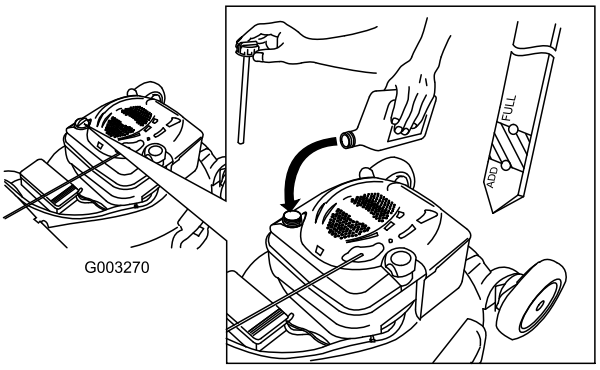

Figur 12
1. Tag målepinden ud, tør den af, og sæt den helt i igen (Figur 12).
2. Tag målepinden ud, og kontroller oliestanden (Figur 12). Hvis oliestanden er under mærket Add (påfyld) på målepinden, skal du **langsomt** hælde olie i påfyldningsrøret, indtil oliestanden når op til mærket Full (fuld) på oliepinden. **Fyld ikke for meget på.** (Påfyld maks.: 0,59 l, type: SAE 30 selvrensende olie med API-serviceklassifikation SF, SG, SH, SJ, SL eller højere.)